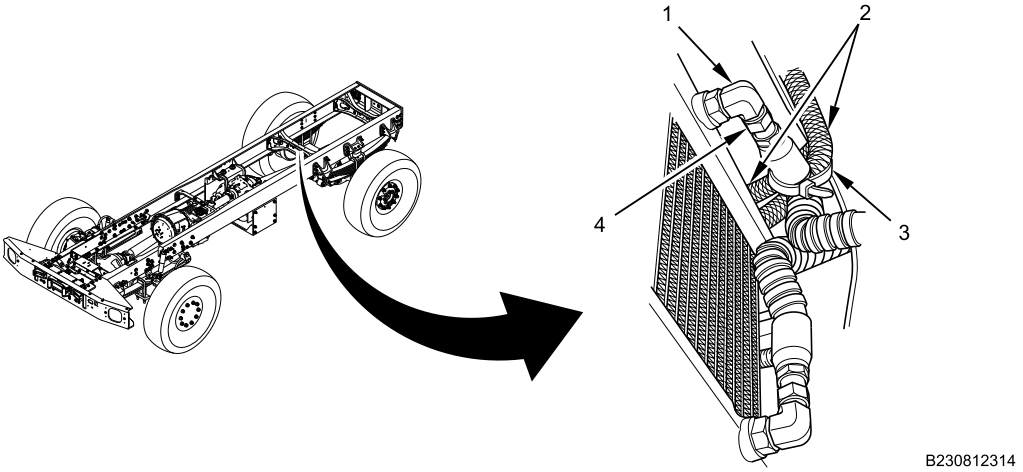

Figure 1. Transfer Case Oil Cooler Return Hose.
1. Position drain pan under transfer case oil cooler upper angle fitting (Figure 1, Item 1).
2. Remove transfer case oil cooler return hose (Figure 1, Item 4) from transfer case oil cooler upper angle fitting (Figure 1, Item 1), allowing fluid to drain out of oil cooler and hose into drain pan.
3. Remove cable lock strap (Figure 1, Item 3) from transfer case oil cooler return hose (Figure 1, Item 4) and Fire Suppression System (FSS) hoses (Figure 1, Item 2). Discard cable lock strap (Figure 1, Item 3).